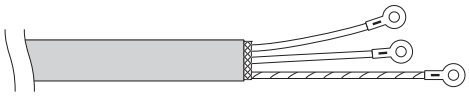

Fig. 2-11
(4) Connect signal wire removed coat and shield wire with pressure terminal. (Fig. 2-11)